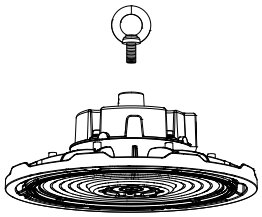

Figure 1
1. Screw the eyebolt into the fxture and tighten it. (Figure 1)